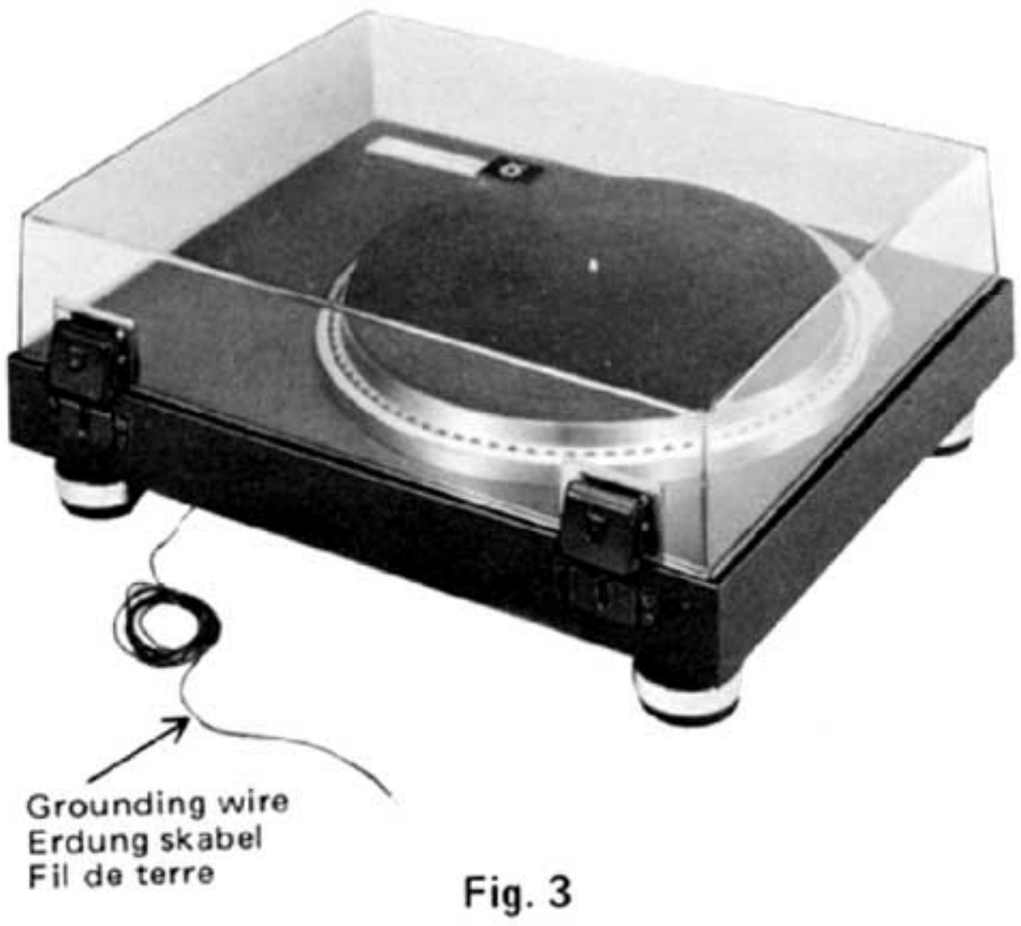

Fig. 3
■ **Grounding** (Fig. 3)
■ **Erdung (Abb. 3)**
■ Terre (Fig. 3)